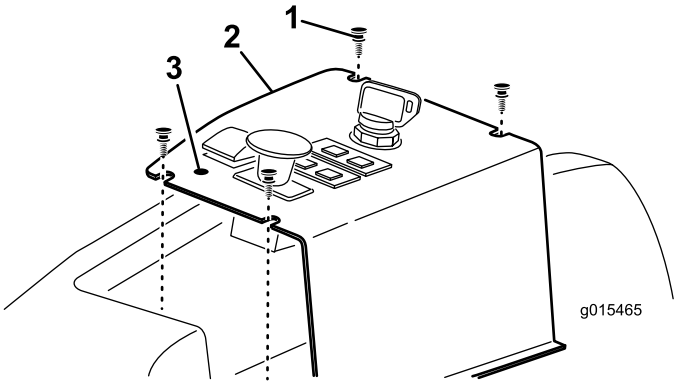

Figur 12
1. Find omhyggeligt kontrolpanelets mærkatmateriale og gennembryd det foran løftekontakten for at blotlægge monteringshullet til løftelåsgrebet (Figur 12).
2. Fjern de (4) skruer, der fastgør kontrolpanelet til maskinen (Figur 12).